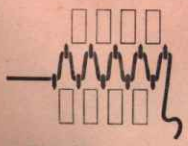

Fig. 65
1. Reihe : Schloss von rechts nach links schieben, wodurch das Garn im Zick-Zack ausgespannt wird, Fig. 65.